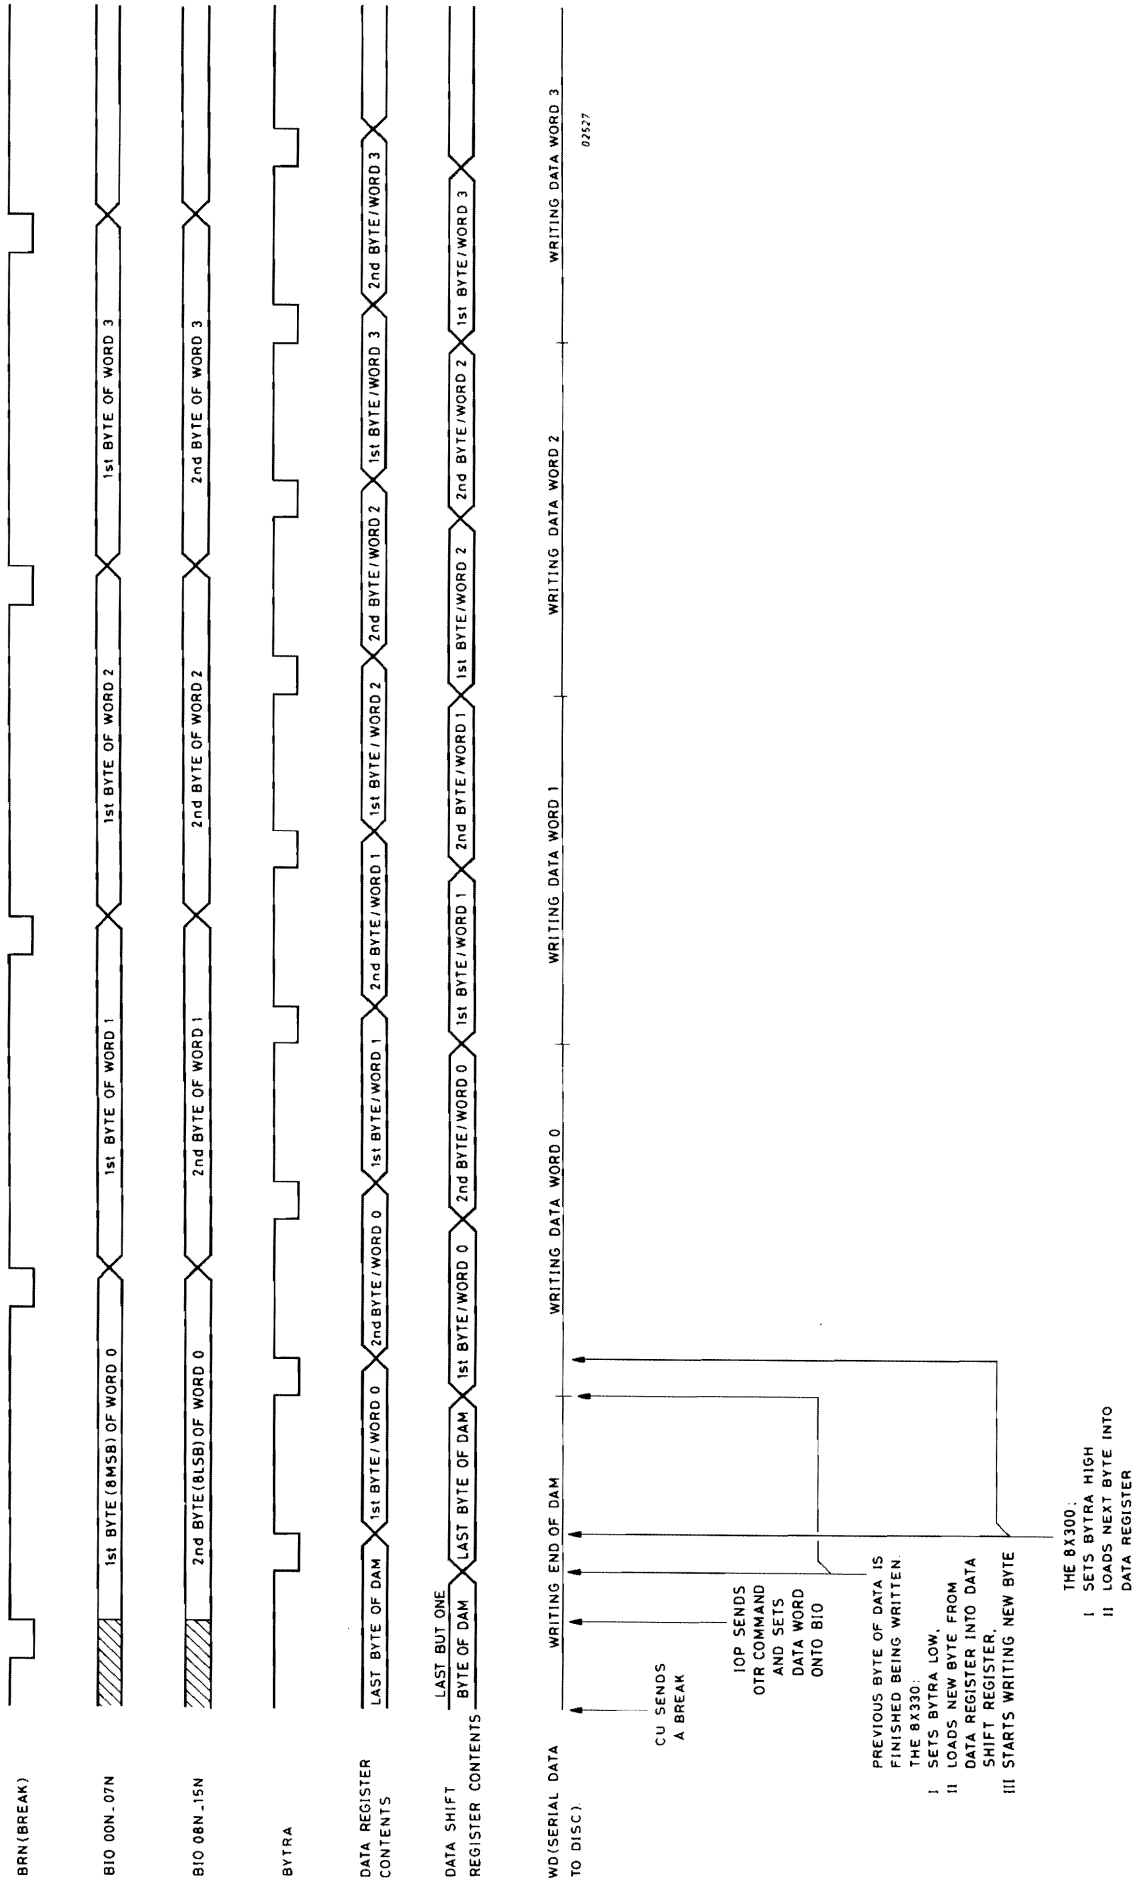

Figure 3.5 TIMING DIAGRAM FOR TRANSFER OF DATA VIA 8X330 - WRITE MODE
- WD the serial data output line of the 8X330, under control of the microprogram. This is illustrated in figure 3.5.